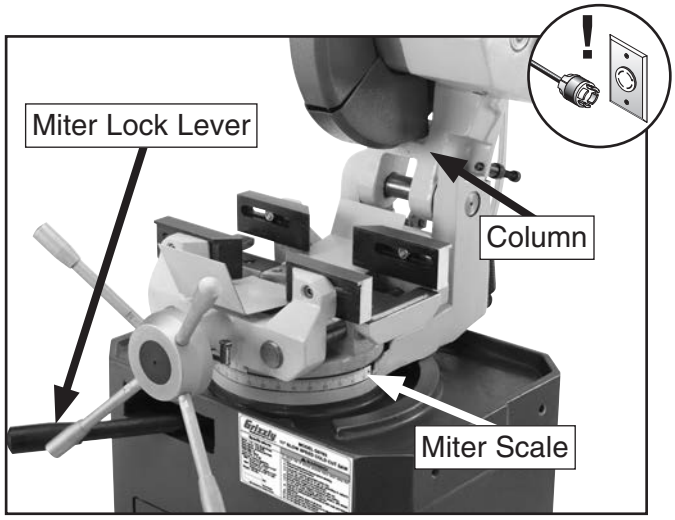

Figure 19. Miter lock lever, column, and miter scale location.
2. Release miter lock lever (shown in **Figure 19**).